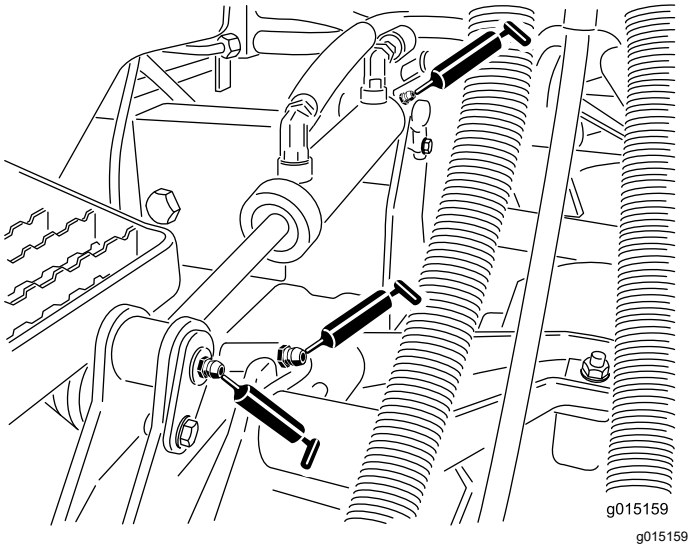

Рисунок 82
- Втулки подъемных рычагов (по 1 шт. на режущий блок) (Рисунок 82)
- Втулки подъемных цилиндров (по 2 шт. на режущий блок) (Рисунок 82)